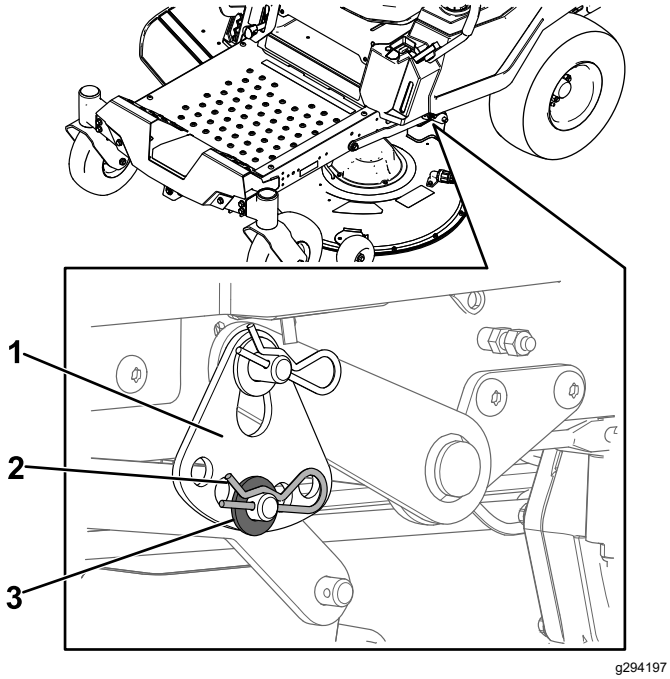

Figura 60
6. Retire la chaveta y la arandela del pasador inferior del brazo de elevación (Figura 60).